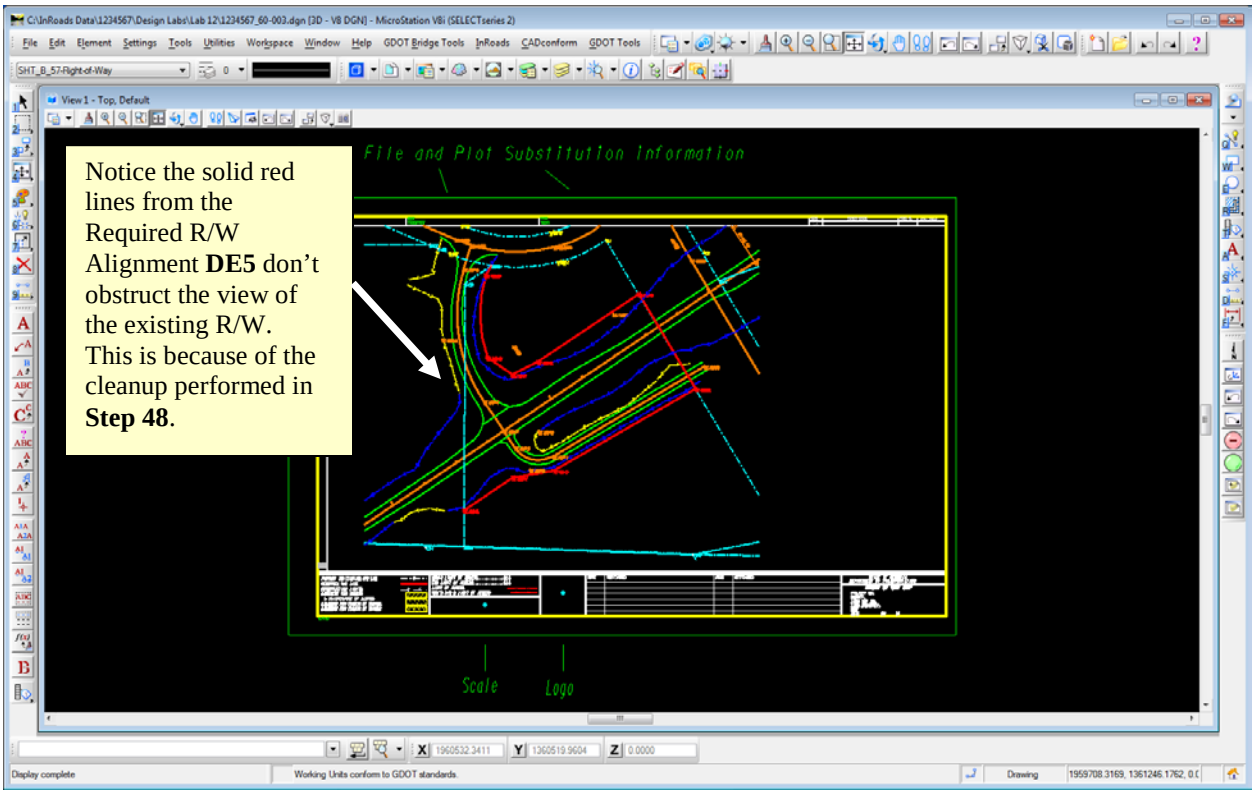

Figure L12-53 MicroStation View
49.	**The R/W Tables are placed directly in the Right of Way Plan Sheets. Open the MicroStation Right of Way Sheet File where the R/W Table is to be placed.** • In MicroStation, select **File ► Open**. • Browse to **C:\InRoads Data\1234567\Design Labs\Lab12** • Highlight **1234567_60-003.dgn** and click **Open**. • Ensure your view in MicroStation matches that shown in *Figure L12-53*.